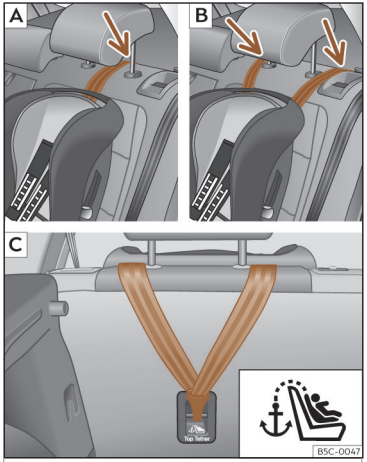
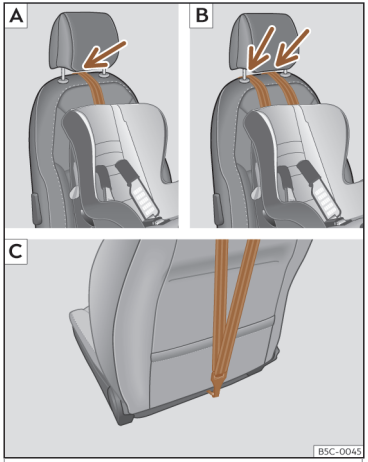

Fig. 33 Sedili posteriori: regolazione e montaggio in base alla cintura Top Tether.
Fig. 34 Sedile del passeggero anteriore: regolazione e montaggio in base alla cintura Top Tether.
- Posizionare la cinghia sotto il poggiatesta ››› **fig. 33** A o B, ››› **fig. 34** A o B (in base alle istruzioni del seggiolino, se necessario alzare o rimuovere il poggiatesta).
- Far scorrere la cinghia e fissarla correttamente al punto di aggancio della parte posteriore dello schienale ››› **fig. 33** C, ››› **fig. 34** C.